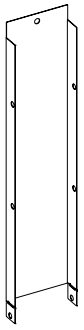

Figure 22
1. Locate the three steel standoff brackets inside the hardware box. **See Figure 22.**